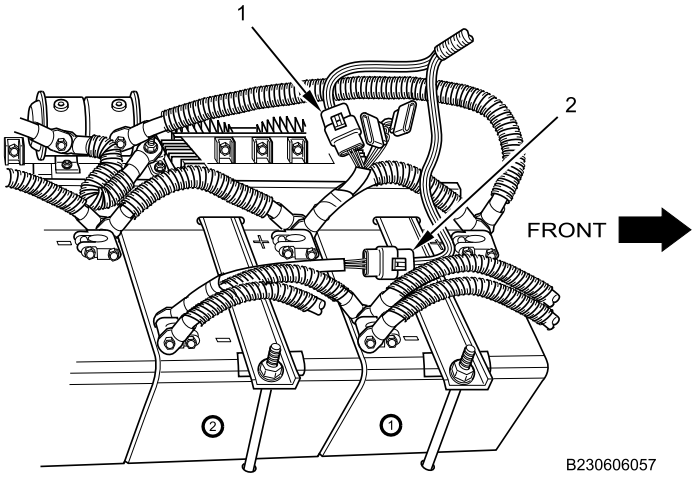

Figure 10. Clean-Power and Clean-Ground Connections.
9. Connect clean-power connector (Figure 10, Item 1) to chassis harness.
10. Connect clean-ground connector (Figure 10, Item 2) to chassis harness.